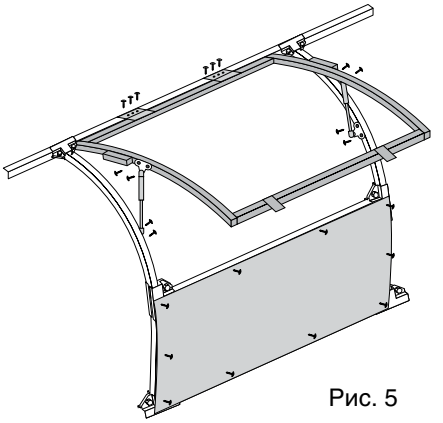

Рис. 5
8. Поликарбонат размером 980 х 1070 мм закрепить снизу (Рис. 5).